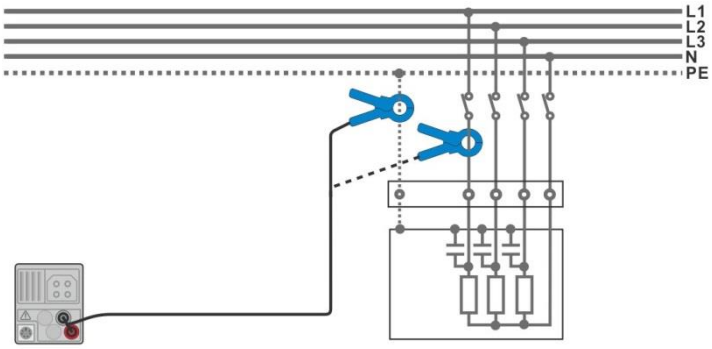

Figure 7.76: PE leakage and load current measurements
- Connect the clamp to the object under test, see ***Figure 7.76***.